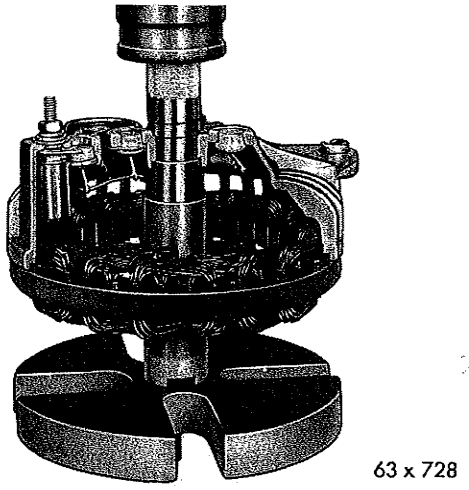
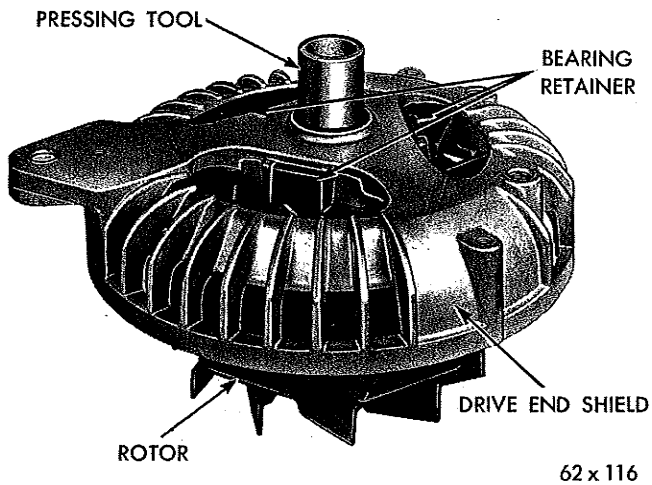

*Fig. 43—Installing Rectifier End Shield Bearings*
*Fig. 44—Installing Drive End Shield and Bearings*
(6) Support end shield on Tool C-3925 so that notches in the support tool will clear the raised section of the heat sink and press the bearing into position with Tool SP-3381 (Fig. 43). **New bearings are pre-lubricated, additional lubrication is not required.**
(7) Insert drive end bearing in drive end shield and install bearing retainer plate to hold bearing in place.
(8) Position bearing and drive end shield on rotor shaft and, while supporting base of rotor shaft, press bearing and shield into position on rotor shaft with arbor press and Tool C-3858 (Fig. 44).